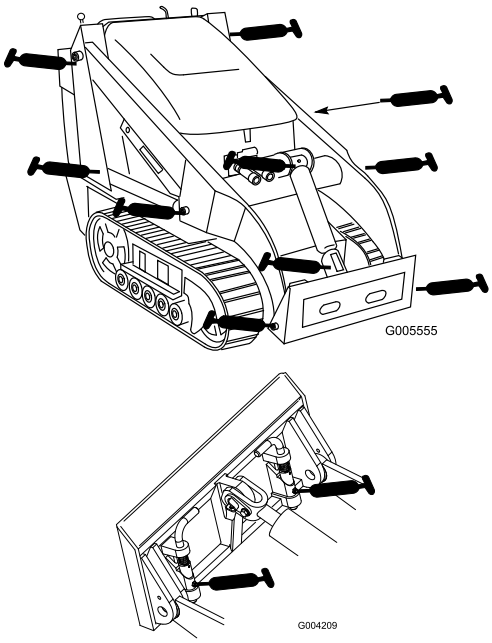

Figur 29
3. Sätt på en fettspruta på varje nippel (Figur 29).